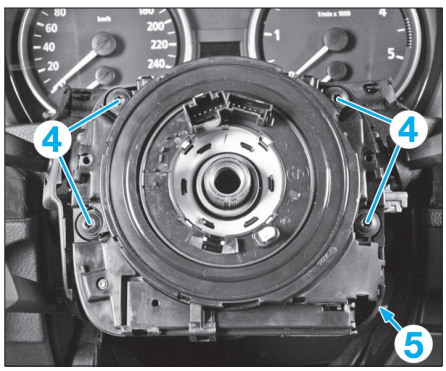

Fig. 8
• Déposer les vis (4), débrancher les connecteurs (5) puis déposer l'ensemble comodos / contacteur tournant **(Fig.8)**.